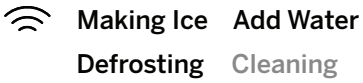

Figura 4
7. El agua comenzará a circular y el indicador de “Limpieza” se iluminará sobre el lado izquierdo de la unidad para confirmar que la unidad se encuentra ahora en el proceso de limpieza. Ver figura 4. Luego de tres minutos el agua dejará de circular y el indicador de “Limpieza” se apagará.